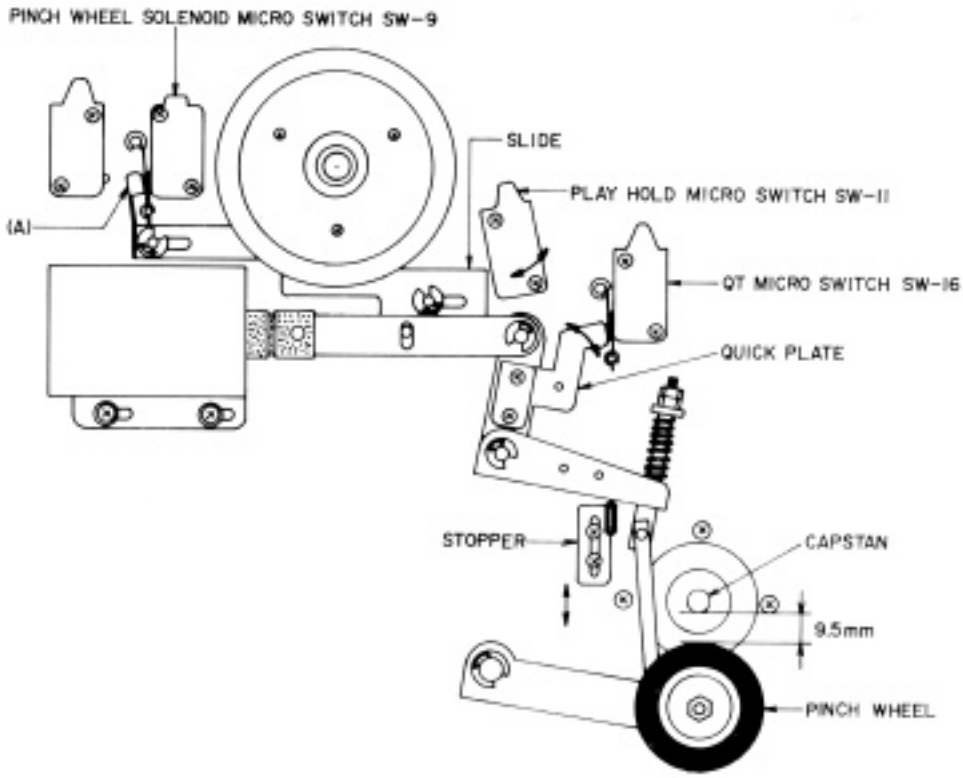

Fig. 3
2. PINCH WHEEL POSITION ADJUSTMENT AT STOP MODE (Refer to Fig. 3)
4. POSITION ADJUSTMENT OF PLAY HOLD MICROSWITCH SW-11 (Refer to Fig. 3)
5. SLIDE ADJUSTMENT (Refer to Fig. 3)
6. POSITION ADJUSTMENT OF QUICK PLATE (Refe to Fig. 3)